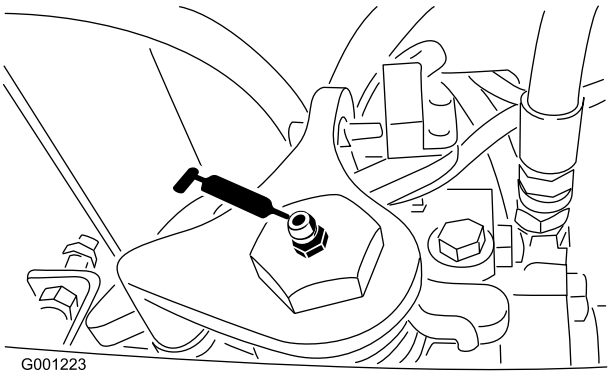

Figuur 41
- As van neutraalstand van transmissie (Figuur 41)